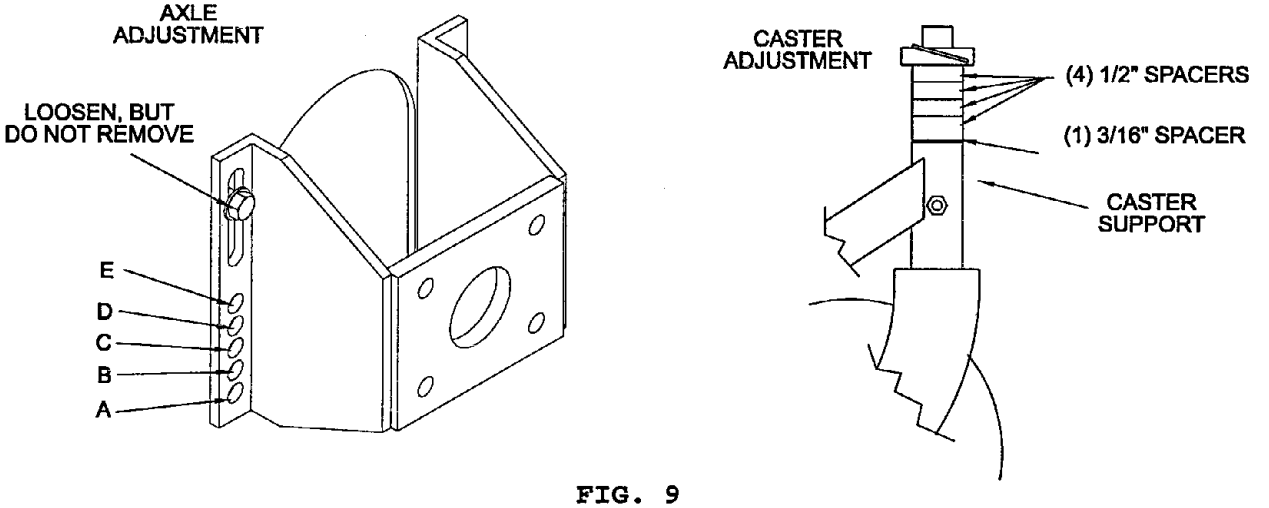

**FIG. 9**
Desired cutting height range can be obtained by adjusting the rear axle and placing caster spacers above or below the caster arm (See Figure 9).
c) Loosen but do not remove the ***top*** two bolts on each hydraulic motor mounting bracket, ***DO NOT*** remove (See Figure 9).
| AXLE POSITION (FIG. 9) | NO. OF SPACERS *BELOW* CASTER | | NUMBER OF 1/4" BLADE SPACERS *BELOW* SPINDLE | | | | |